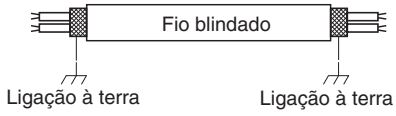

Fig. 4-6
(5) Utilize fios blindados para a instalação eléctrica de controlo entre unidades (c) e ligue a blindagem à terra em ambos lados; caso contrário, pode ocorrer um mau funcionamento devido ao ruído. (Fig. 4-6)